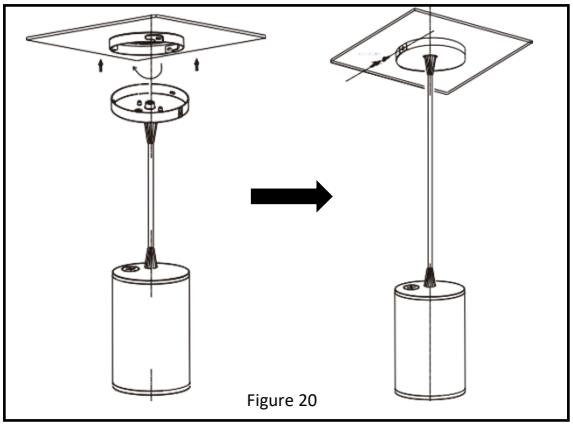

Figure 20
8. Install the setscrew to secure the fixture. ***See Figure 20.***